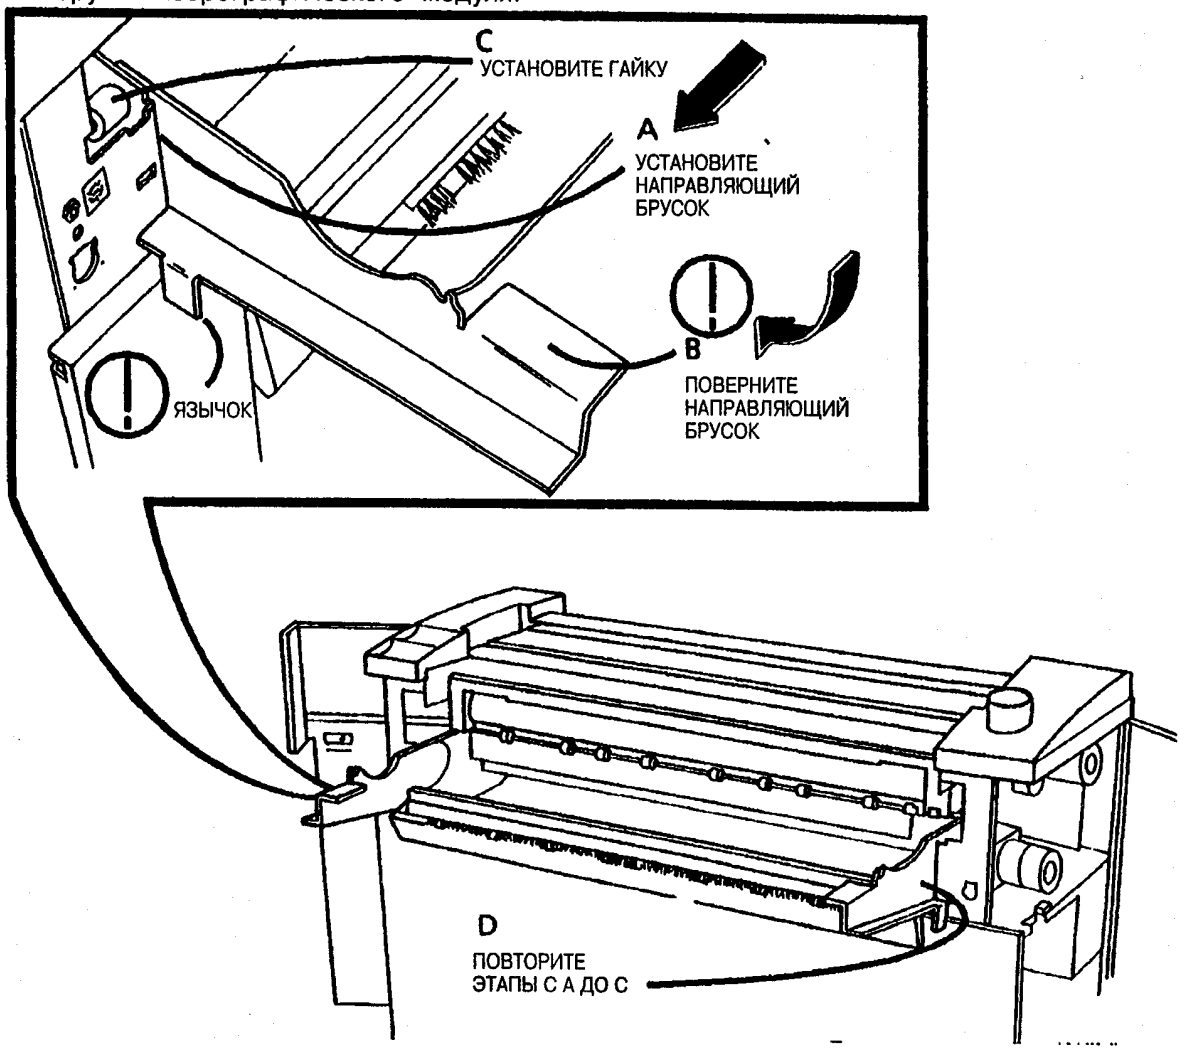

Рис. 6. Установите направляющие бруски
10. (Рис. 6): Установите направляющие бруски ксерографического модуля.